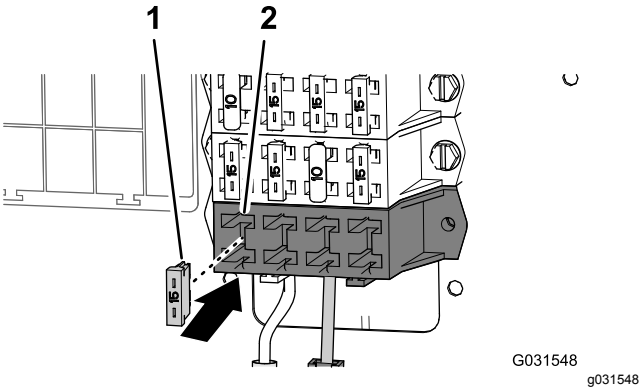

Figur 207
2. Monter sikringen på 15 A i stikket, som du lokaliserede i den ekstra sikringsblok (Figur 207).